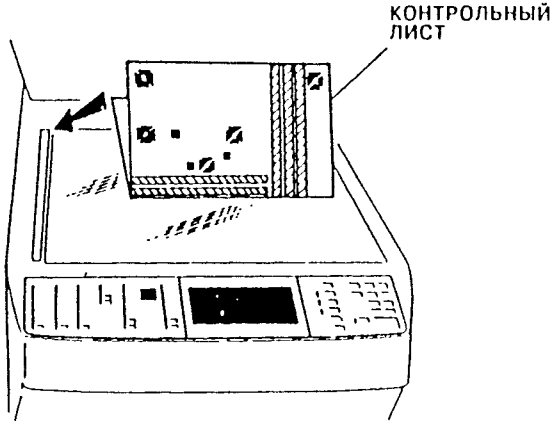

Рис. 1. Размещение контрольного листа
2. Выберите лоток бумаги, на который загружена бумага формата A3/11×17 дюймов (279×432 мм). Сложите пополам стандартный контрольный лист формата A3 (82E2000) и зарегистрируйте его на стекле оригинала, как это показано на Рис. 1.